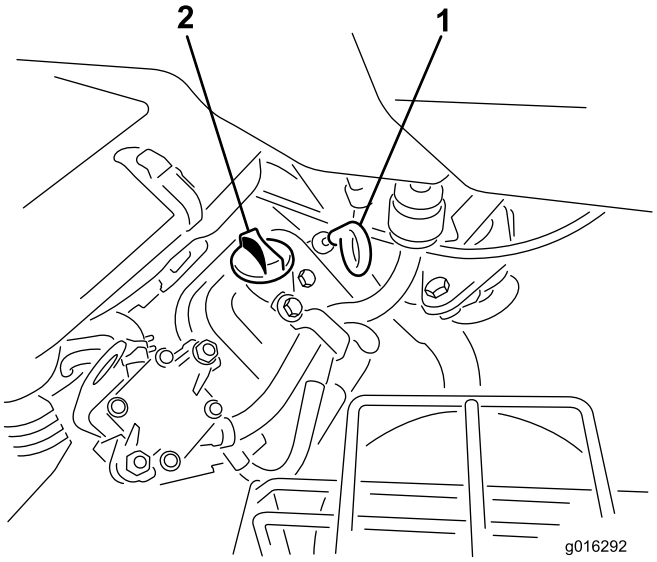

Figur 27
2. Ta ut peilestaven, og tørk av den med en ren fille. Sett peilestaven inn i røret, og pass på at den når helt ned (Figur 27).